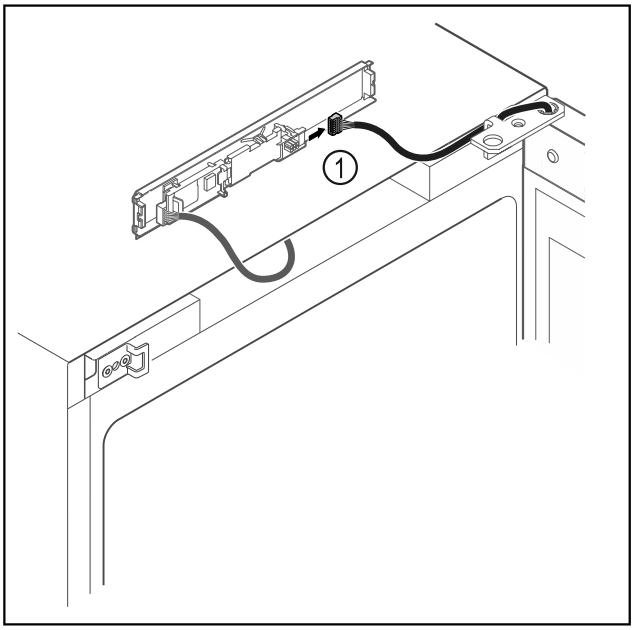

Fig. 12
▶ Desenchufar el conector *Fig. 12 (1)* de la platina.